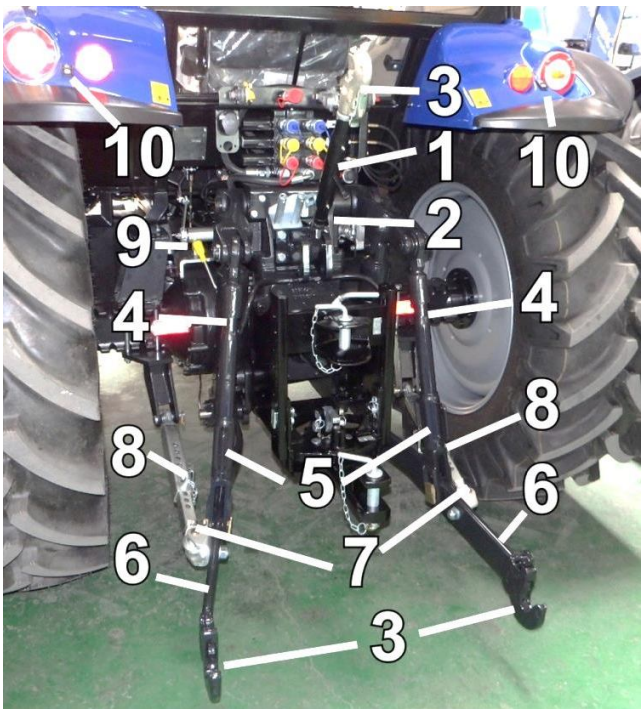
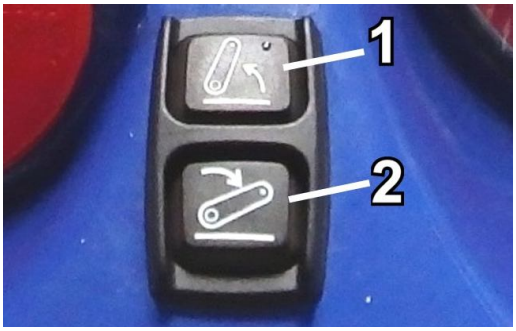

Rys. 4.6.1. Trzypunktowy układ zawieszenia (TUZ)
Rys. 4.6.6 Zewnętrzny włącznik sterowania TUZ na błotniku.
Układ hydrauliczny podnośnika z TUZ (patrz rys. 4.6.1) zapewnia sterowanie maszynami i narzędziami rolniczymi ze stanowiska pracy operatora.
- Przy użyciu włącznika sterowania podnośnikiem na błotniku (10- rys. 4.6.1 i rys. 4.6.6) podnieść cięgła dolne do położenia w którym sworznie zaczepowe narzędzia połączą się z szybko-sprzęgami
- Wyregulować stabilizatory (patrz rys. 4.6.1):
Ciągnik jest wyposażony w zewnętrzne sterowanie podnoszeniem TUZ (rys. 4.6.6). Aby podnieść cięgna TUZ, należy wcisnąć przycisk 1 do uzyskania żądanej wysokości. Aby obniżyć cięgna, należy odpowiednio wcisnąć przycisk 2.